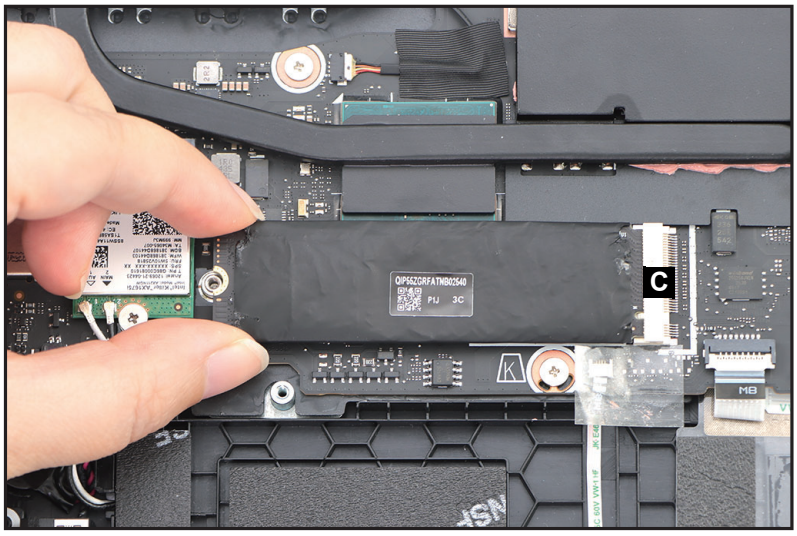

Figure 1-18. SSD Module Removal
4. Disconnect the SSD module from the mainboard connector (C) (Figure 1-18). Then remove the SSD module.